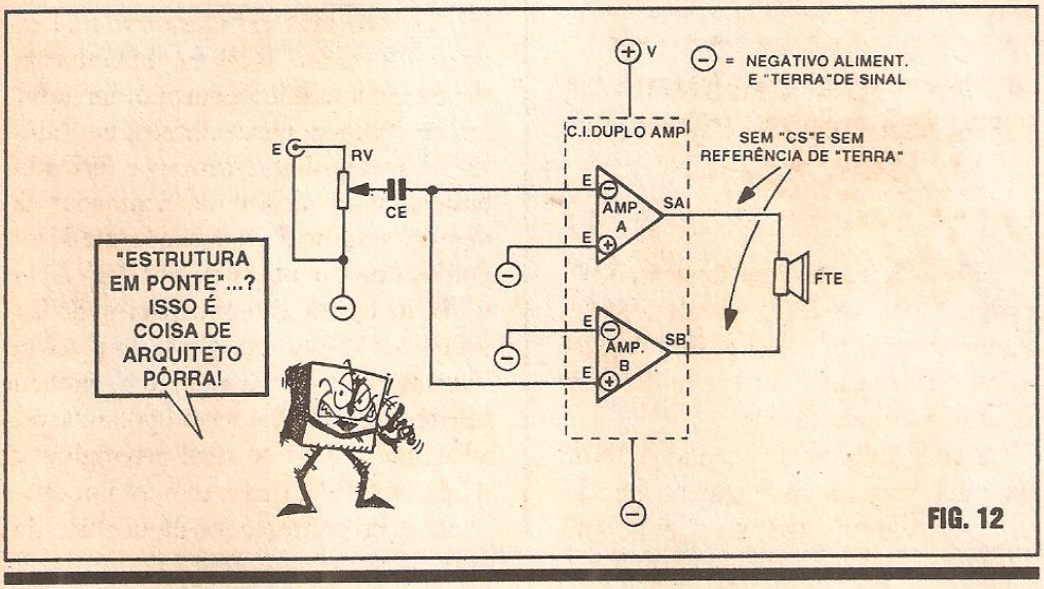

FIG. 12
- FIG. 12 - ESTRUTURA ''EM PONTE'', **MONO**, TÍPICA... - A presença costumeira de **dois** blocos amplificadores internos nos IPAs, não facilita apenas a estruturação de um arranjo estéreo óbvio, conforme mostrado na fig. anterior...! Se a idéia for implementar um amplificador MONO (um canal), de elevada Potência, quase sempre convém arranjar os dois amplificadores internos ao IPA em ''ponte'', o que proporciona inclusive uma drástica redução na quantidade de componentes externos, conforme vemos do diagrama... Nesse caso, além do essencial potenciômetro ou **trimpot** ''dosador'' do nível de Entrada (RV) e do capacitor de Entrada (CE), em termos básicos não precisamos de mais nenhum componente! Os próprios capacitores isoladores e acopladores de Saída (CSA e CSB, na fig. anterior...) tornam-se desnecessários, conforme explicações no texto referente à próxima figura! Um ponto **importante**: observem que os sinais de Entrada são apresentados, conjuntamente, à Entrada Inversora de um dos blocos amplificadores, e à Entrada Não Inversora do outro (de modo a obter a desejada ''gangorra'' de Tensão à Saída...). As Entradas não utilizadas pelo sinal, nos dois blocos, são normalmente ''aterradas'', ou ''zeradas'' para sinal... Não se esqueçam, contudo, que tais Entradas (e mesmo aquelas já utilizadas para a ''introdução'' do sinal) **podem** ser usadas para determinação de **ganho**, faixa ''passante'' de Frequências, etc., via realimentações por redes externas de resistores/capacitores, em modo muito semelhante ao utilizado estruturalmente com os Amplificadores Operacionais, tipo 741...